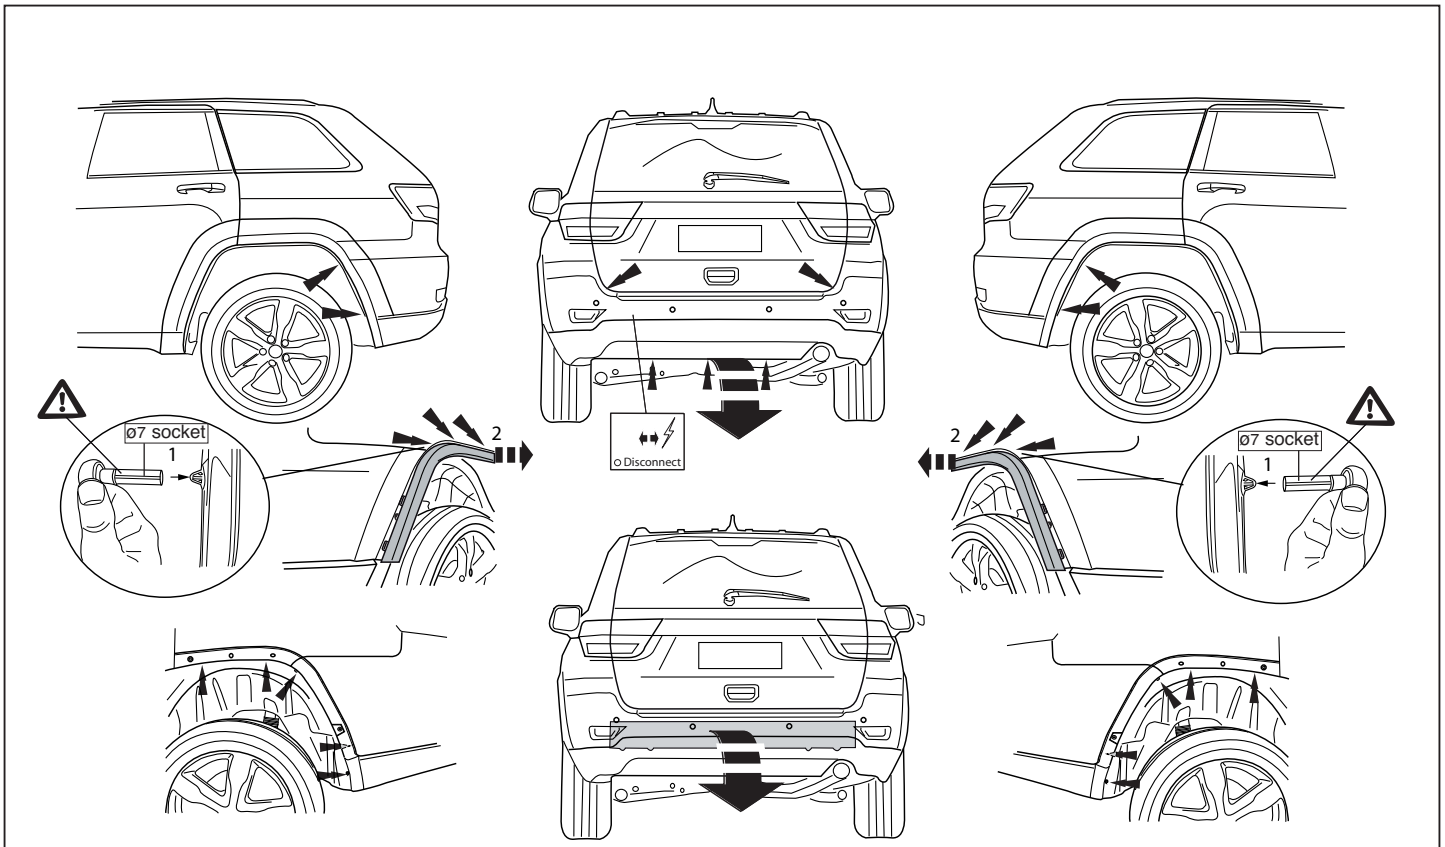

Fig.1
1. Demonteer de bumper inclusief de stalen stootbalk van het voertuig, de stootbalk wordt niet meer gebruikt. (zie fig. 1)
1. Remove the bumper and the steel buffer beam from the vehicle. The buffer beam will no longer be needed. (see fig. 1).
1. Die Stoßstange einschließlich des stählernen Stoßbalkens vom Fahrzeug abmontieren. Der Stoßbalken wird nicht mehr benötigt. (siehe Fig. 1).
1. Déposer le pare-chocs du véhicule y compris la traverse en acier ; la traverse ne sera plus utilisée. (voir la fig. 1).
1. Demontera stötfångaren inklusive stötranden av stål från fordonet, stötranden förfaller. (se fig. 1).
1. Demonter kofangeren, inklusive køretøjets stålstødbjælke. Denne bliver overflødig. (jævnfør fig. 1).
1. Снять бампер вместе со стальным буферным брусом автомобиля; буферный брус больше не понадобится. (См. рисунок 1).